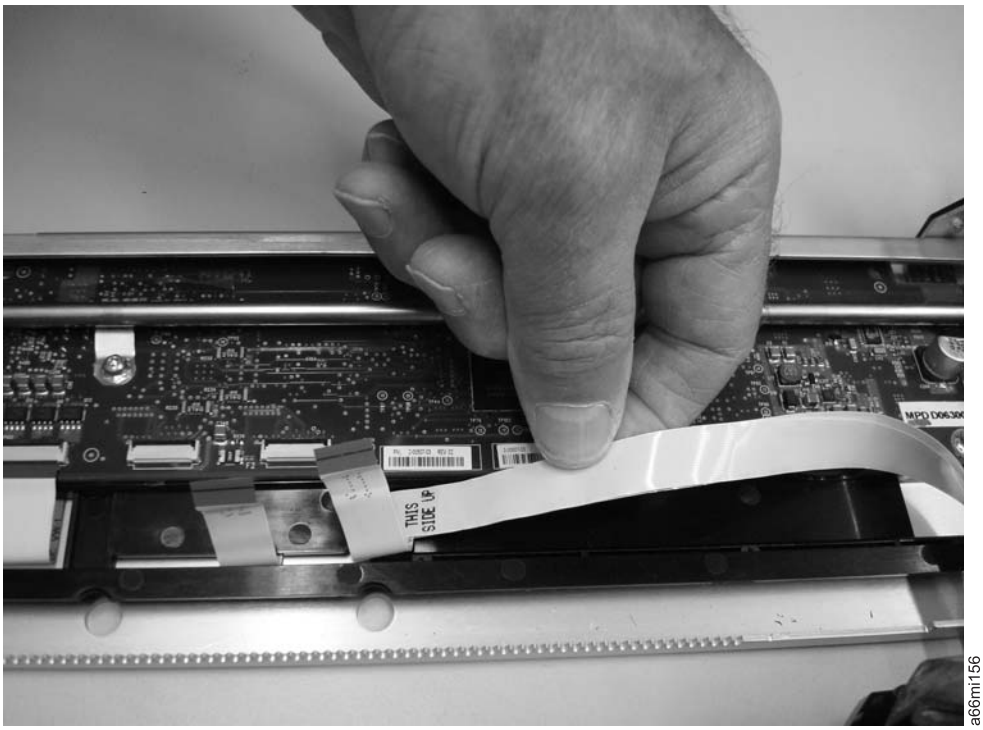

Figure 7-114. Slide the flat cables to the front
b. Slide the two flat cables to the front, under the plastic guide. (See Figure 7-114)